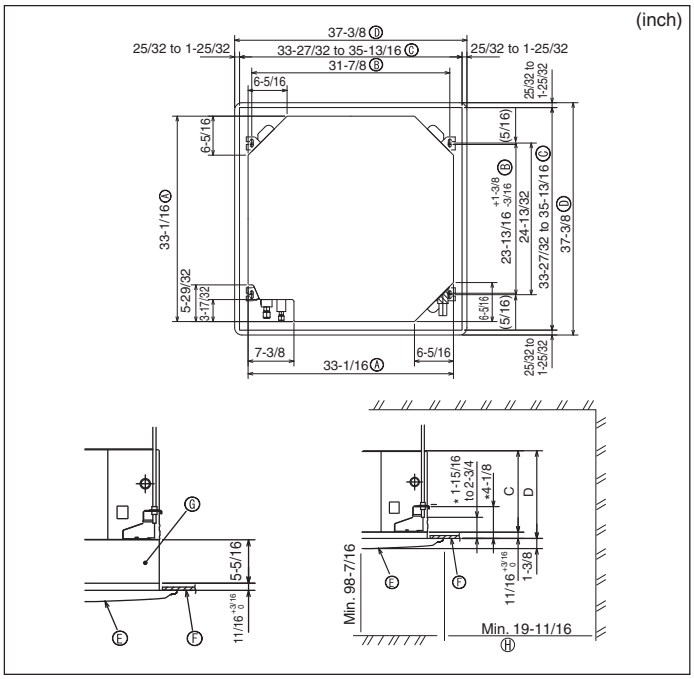

Fig. 3-2
3.2. Ceiling openings and suspension bolt installation locations (Fig. 3-2)
- * The dimensions of ceiling opening can be regulated within the range shown in Fig.3-2; so center the main unit against the opening of ceiling, ensuring that the respective opposite sides on all sides of the clearance between them becomes identical.